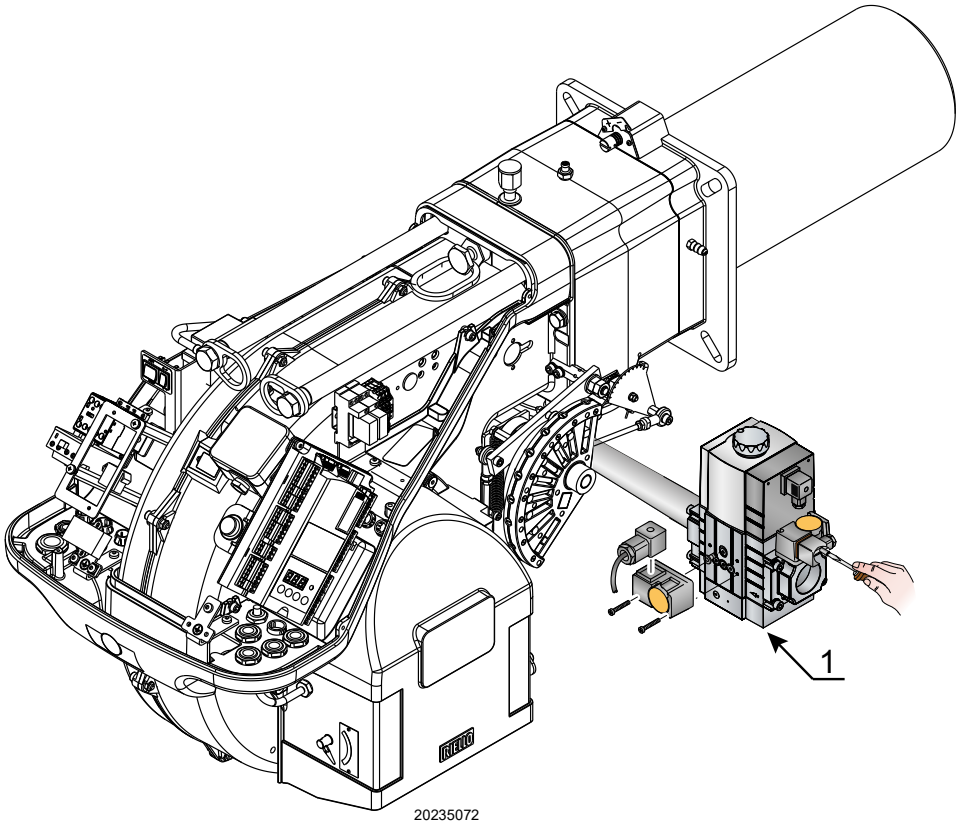

Afb. 27
- ➤ Controleer de druk van de gastoevoer, sluit daarvoor een manometer aan op het drukafnamepunt 1)(Afb. 27) van de minimum gasdrukschakelaar: hij moet minder bedragen dan de toegestane maximumdruk van de gasstraat die op het plaatje met de karakteristieken staat.
- ➤ Ontlucht de gasstraatleiding, sluit daarvoor een plastic slang aan op het drukafnamepunt 1)(Afb. 27) van de minimum gasdrukschakelaar. Leg de ontluchtslang buiten het gebouw totdat u de geur van gas waarneemt.